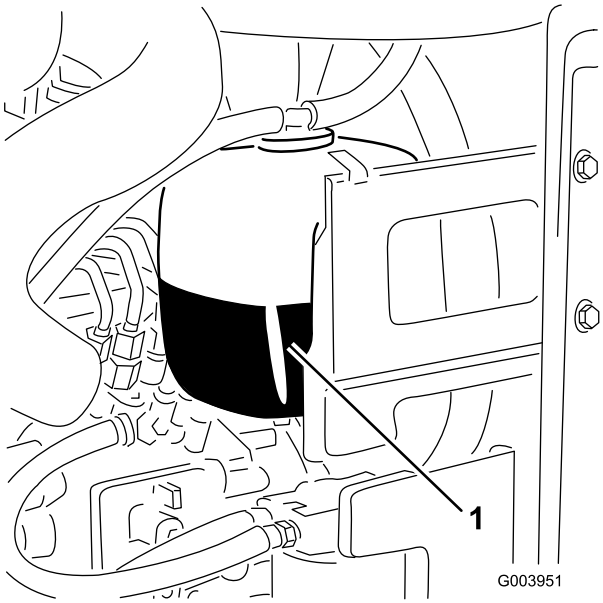

Figur 29
1. Kontroller kølevæskestanden i ekspansionsbeholderen (Figur 29).